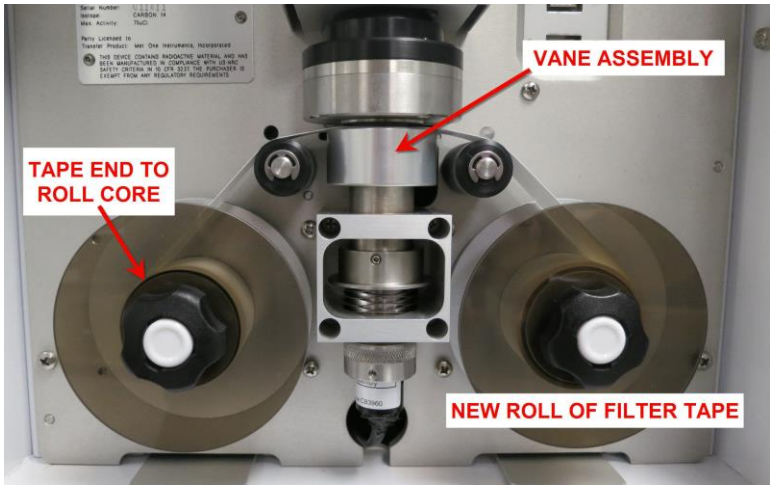

Figure 2-17 Proper Loading of the Filter Tape
4. Load the new roll of filter tape onto the right (supply) reel, and route the tape through the nozzle area as shown in Figure 2-17. Attach the loose end of the filter tape to the empty core tube with tape.